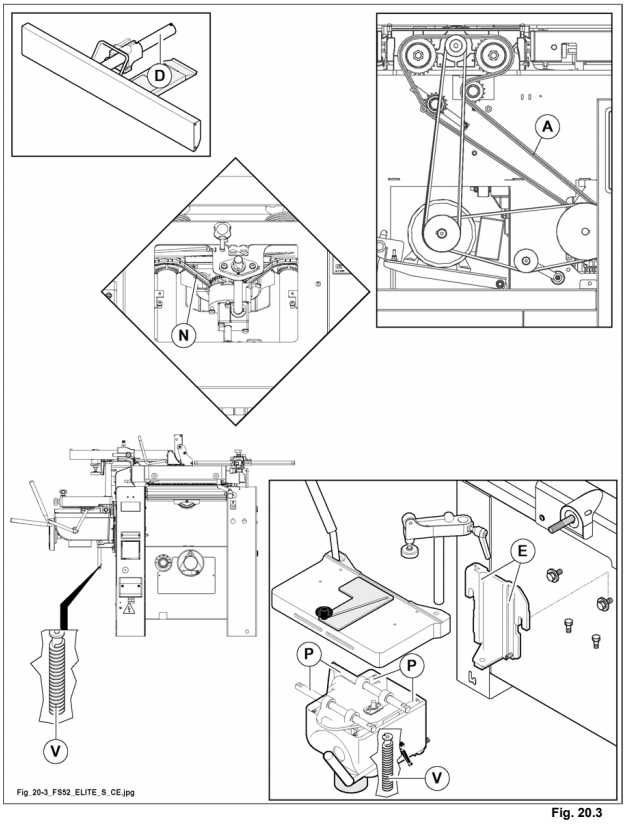

Fig. 20.3
1) la vite di sollevamento (V fig. 20.3) della cavatrice (OPT).
1) la barra di scorrimento (D fig. 20.3) della guida filo.
2) Gli elementi a coda di rondine (E fig. 20.3), per scorrimento cavatrice (OPT).
3) Le barre di scorrimento (P fig. 20.3) del piano cavatrice (OPT).
4) Catena di trasmissione (A fig. 20.3) del moto ai rulli di avanzamento.
5) Catena di sollevamento del piano (N fig. 20.3).